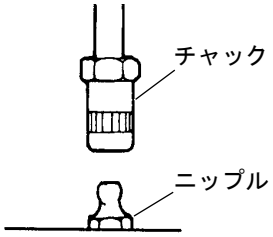

Fig. 5
4) 給脂しようとするグリースニップルをきれいに拭いてから､グリースガン先端のチャックをニップルに押し当て､なるべく垂直になるようチャッキングしてください（Fig. 5）。